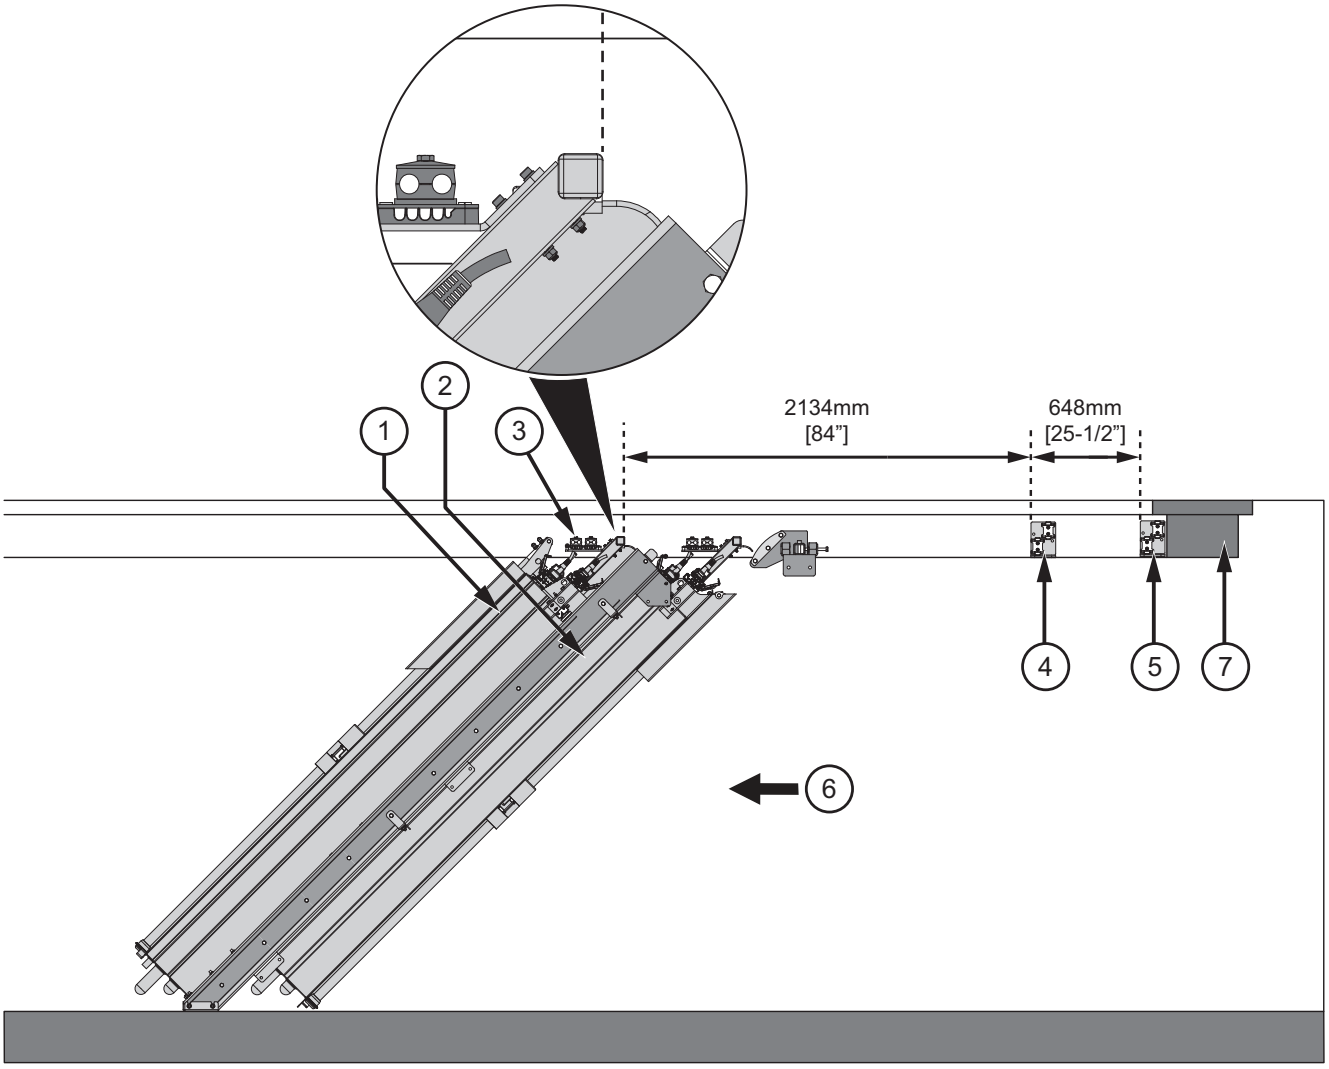
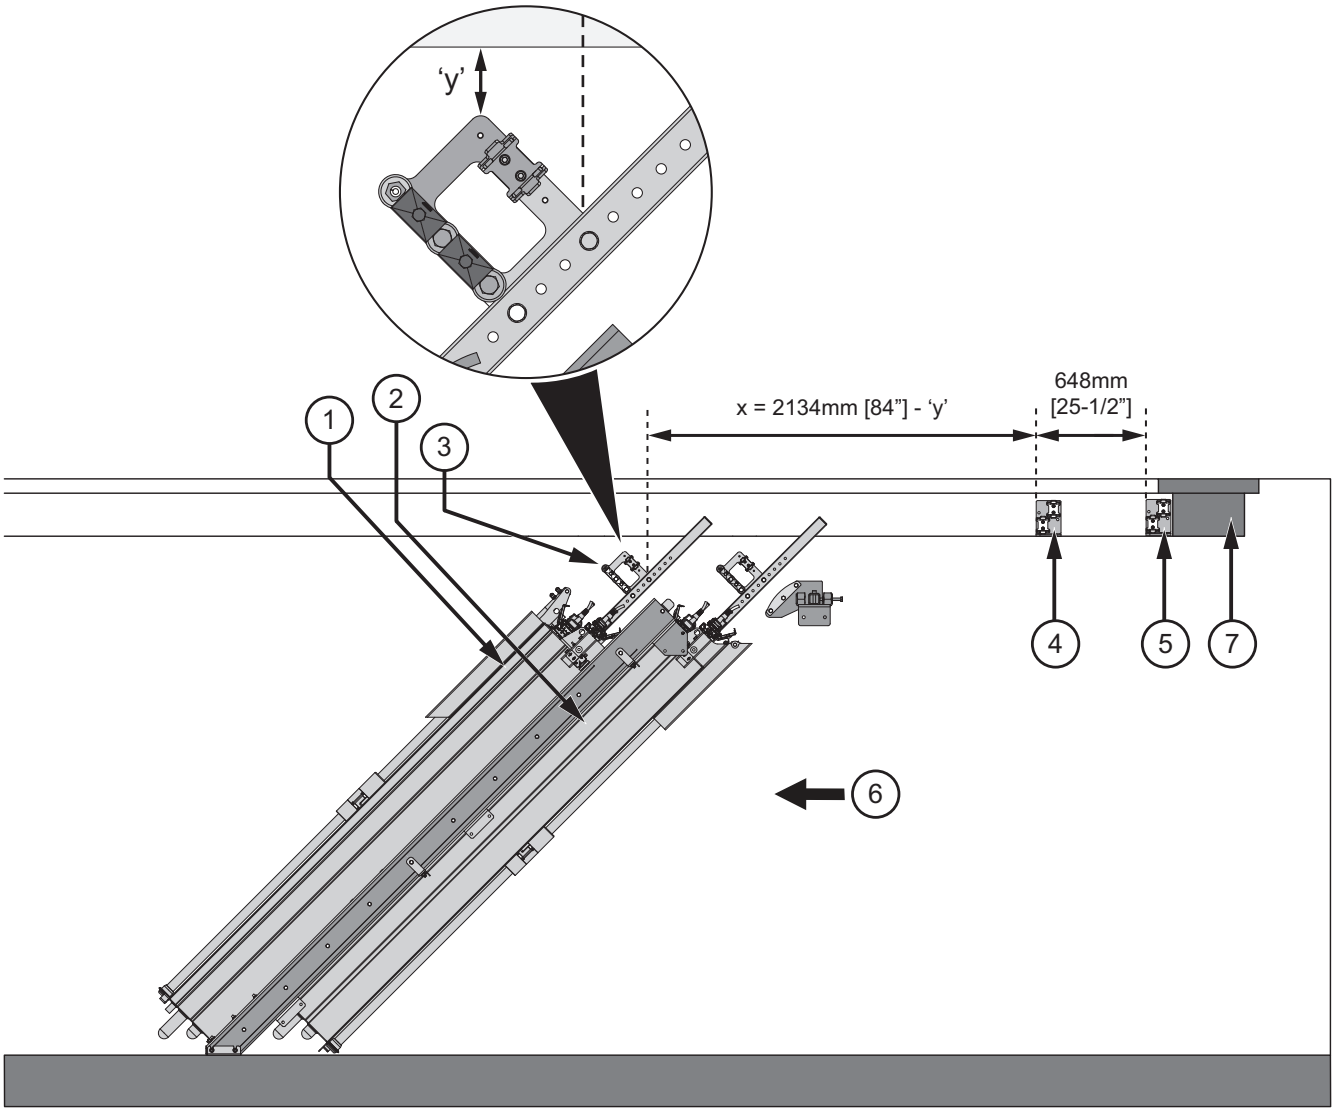
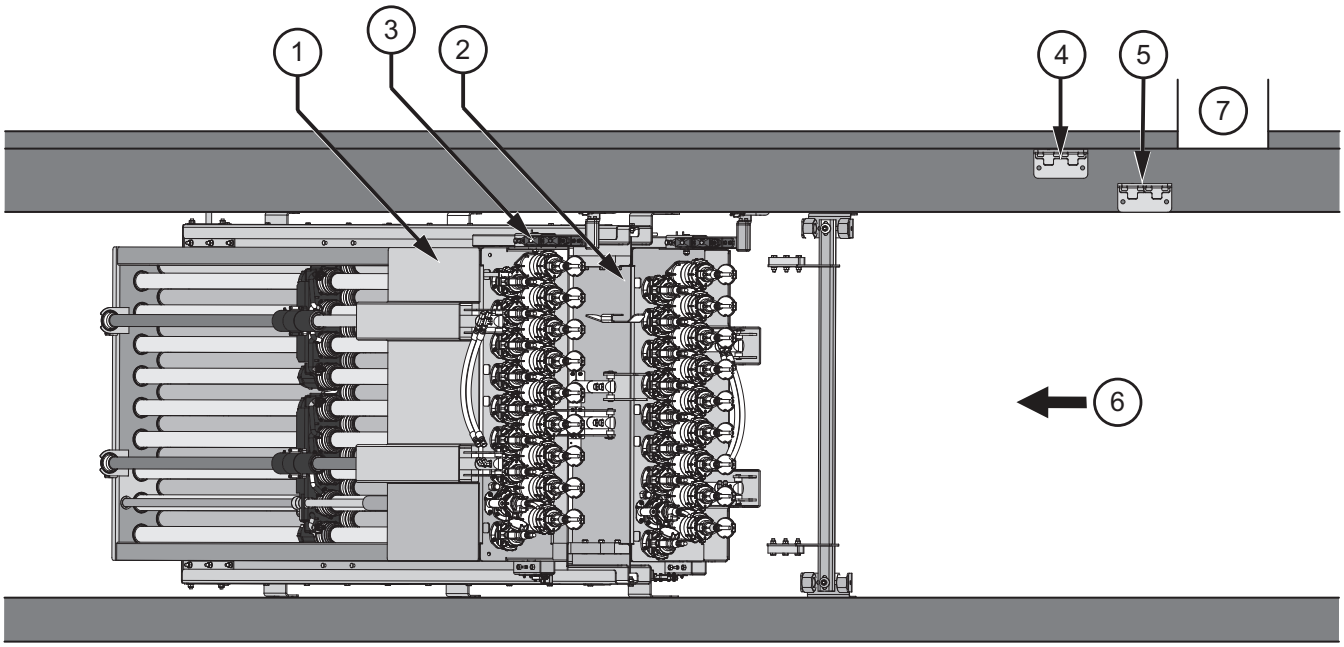

Figure 15 Section View
Figure 16 Section View
Figure 17 Plan View
- For Standard Channel Bracket Assemblies – refer to Figure 15 and Figure 17.
- For Deep Channel Bracket Assemblies – refer to Figure 16 and Figure 17.
Note: *Ensure that there is an offset between UV Bank B and UV Bank A brackets (Figure 17) to allow for the cable bundle to pass freely behind UV Bank A Bracket Assembly.*